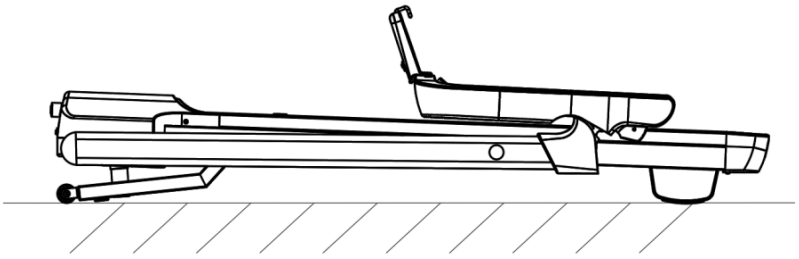

Рис. 5
2. Как показано стрелкой на рисунке, возьмитесь за поручни консоли и нажмите на отпирающие ручки, чтобы сложить консоль вперед, а стойку для консоли - назад. Когда фиксатор попадет в гнездо основной рамы раздастся щелчок. Конечное состояние показано на Рис.5.